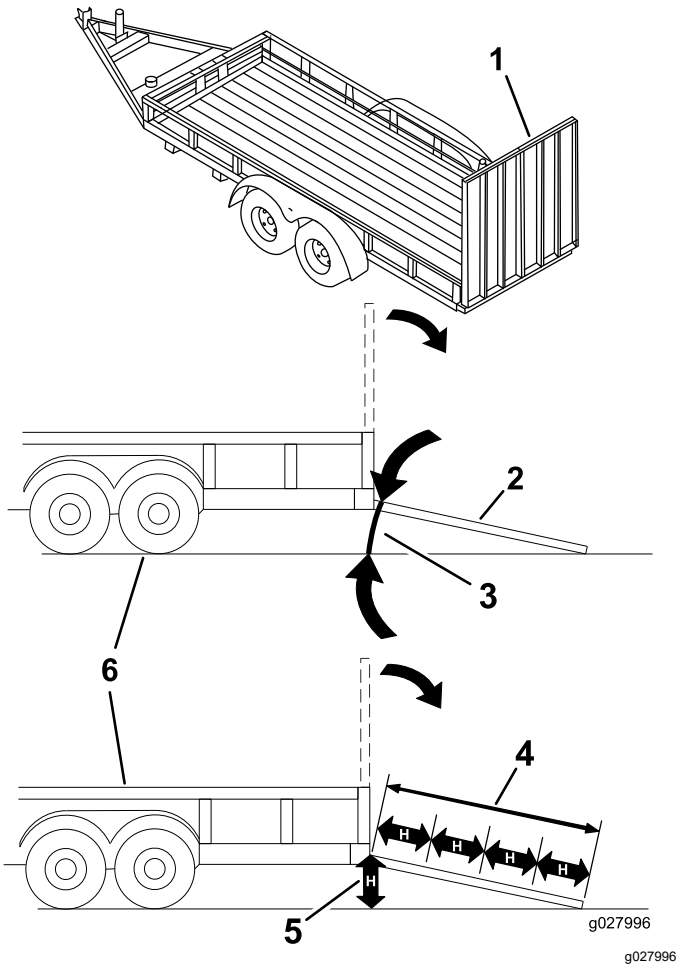

Figure 34
Le chargement de la machine sur une remorque ou un camion augmente le risque de basculement, et donc de blessures graves ou mortelles (Figure 34).
3. Abaissez la rampe pour que l'angle avec le sol ne dépasse pas 15 degrés (Figure 34).
1. Abaissez la rampe pour que l'angle avec le sol ne dépasse pas 15 degrés (Figure 34).